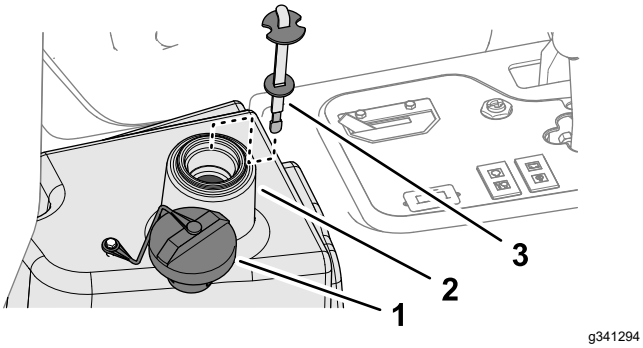

Figur 91
4. Fyld beholderen (Figur 91) med ca. 22,7 l hydraulikvæske. Se Hydraulikvæskespecifikationer (side 61).